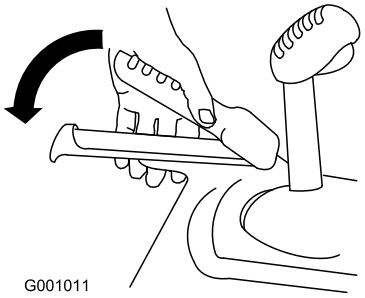

Figur 14
3. Klem den venstre trekkfunksjonsspaken til håndtaket (Figur 14).
6. Klem den venstre trekkfunksjonsspaken til håndtaket (Figur 14).